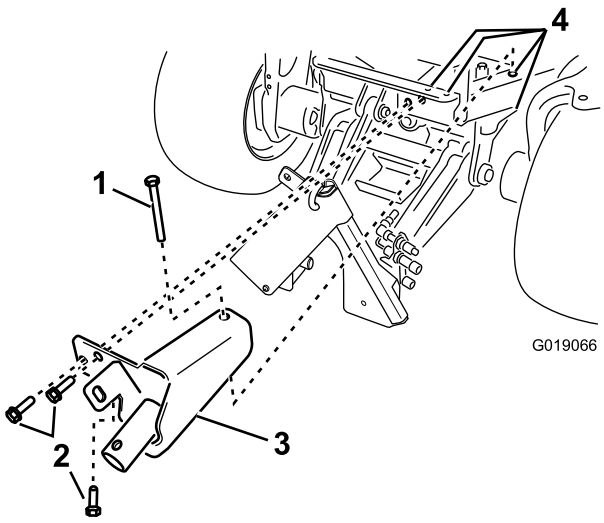

Figur 3
4. Monter jekkbraketten på maskinens ramme med tre flensskruer med sekskanthode (1/2 x 1-1/2 tommer), en sekskantskrue (1/2 x 4-1/2 tommer) og fire låsemutre (Figur 3).